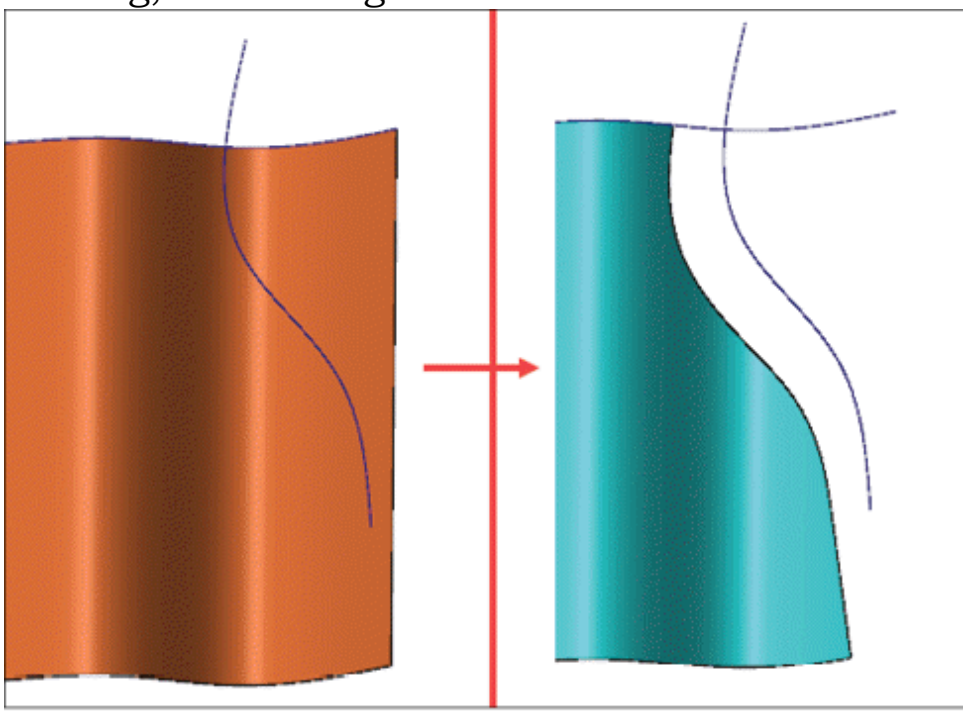

Figure-41. Extending curve for trimming
- Select the **Extend curves to edge** check box to automatically extend trimming curve up to edge of surface for trimming; refer to Figure-41.